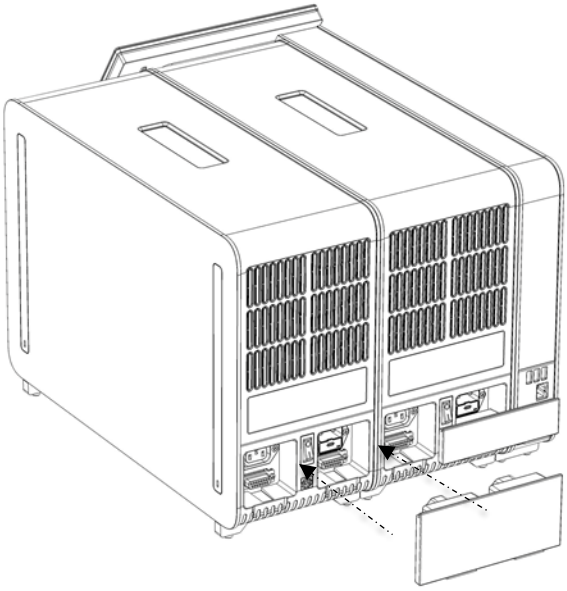

Figur 18. Festing av broen mellom de analytiske modulene.
6. Fest broen mellom de analytiske modulene på baksiden av QIAstat-Dx Analyzer 2.0 for å koble de sammen (figur 18).